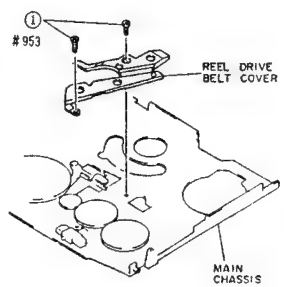

Fig. 2-72
1) Remove two (2) screws holding the reel belt cover. (See Fig. 2-72)